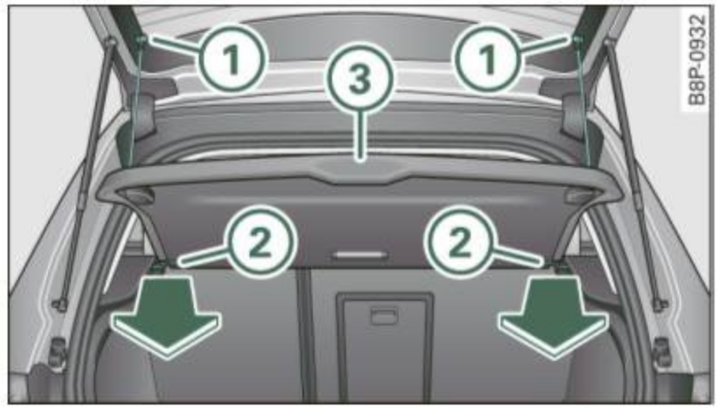

Fig. 86 Rear lid open with luggage compartment cover
- Detach the retaining straps ⇒ fig. 86 at the rear hatch (1).
- Pull the cover (3) horizontally out of the mount (2) in the direction of the arrow.
- Push the cover horizontally into the mounts provided ⇒ fig. 86 (2) on the side panel until the cover seats.
- Install the retaining straps in the rear hatch ⇒ fig. 86 (1) ⇒ ⚠.